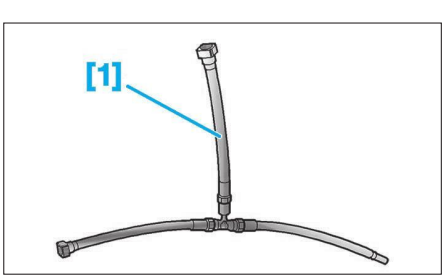

**Fig. 47**
- [1] Raccords pour purge filtre à gazole (réf. 4244–T) **(Fig.47)**.